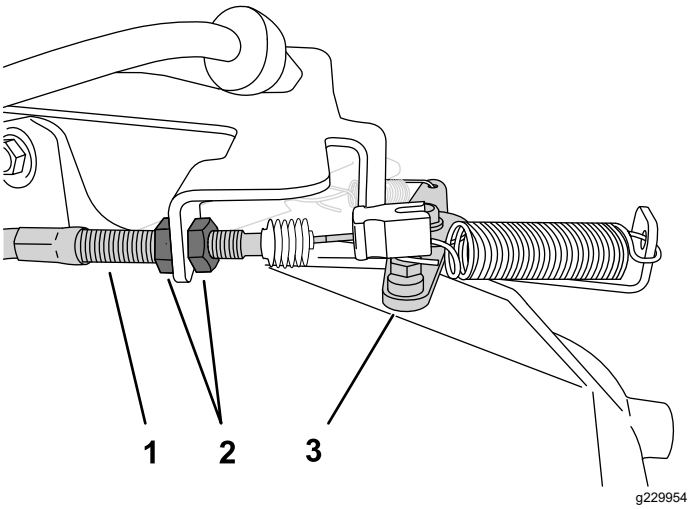

Figur 44
2. For å øke lavt tomgangsturtall, løs opp den fremre låsemutteren og stram den bakre mutteren i gasskabelhuset (Figur 44).